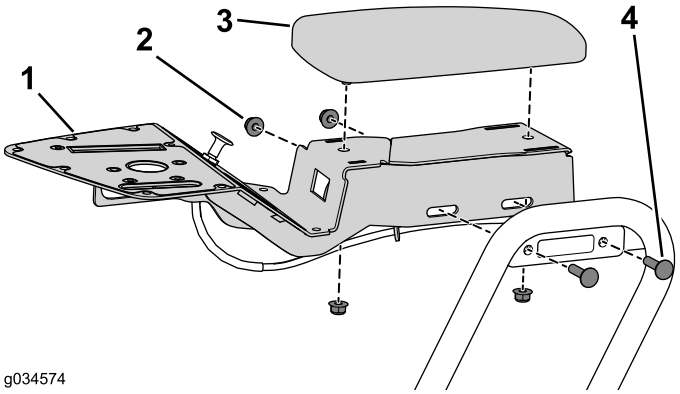

Figure 14
1. Remove the 2 carriage bolts and flange nuts that secure the console assembly to the console bracket (Figure 14).
2. Remove 2 flange nuts securing the armrest from the console assembly (Figure 14).